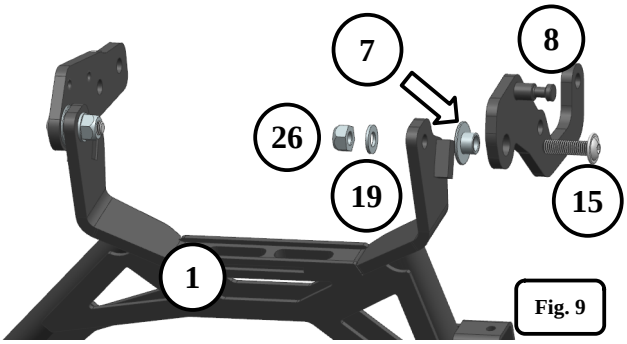

Fig. 9
ENG 9. Mount the centerstand **(1)** using **M10** bolts **(15)** and washers **(19)** with nuts **M10 (26) [Fig. 9]**.
PL 9. Zamontować stopkę centralną **(1)** używając śrub **M10 (15)** oraz podkładek **(19)** z nakrętkami **M10 (26) [Fig. 9]**.
DE 9. Montieren Sie den Hauptständer **(1)** mit **M10**-Schrauben **(15)** und Unterlegscheiben **(19)** mit **M10-**Muttern **(26) [Abb. 9]**.